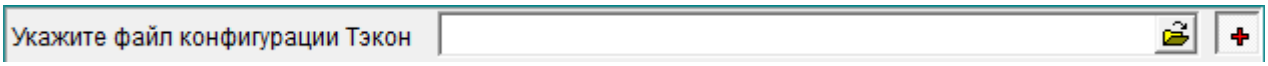

Рисунок 29 – Добавление файла конфигурации с диска
– открыть файл с диска – при нажатой кнопке нажать кнопку и в появившеся окне указать путь к нужному файлу конфигурации (с расширением **.tsk**) (см. рисунок 29);